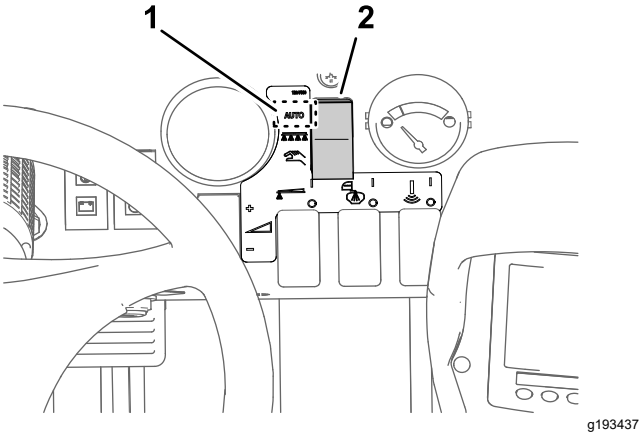

Figuur 40
3. Zet de knop van de spuitmodus op de modus gebruiksdosis (Figuur 40).